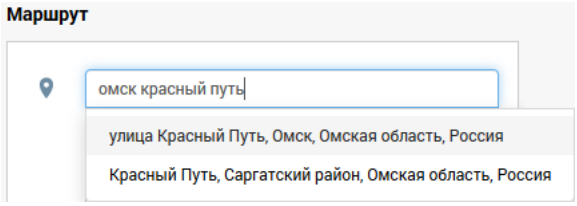

Рис. 305. Указание адреса
2) Задать адрес с помощью интерактивного поля. Для оперативного указания адреса необходимо указать город, улицу и номер дома. Во время набора адреса система будет предлагать пользователю наиболее подходящие варианты (см. Рис. 305):